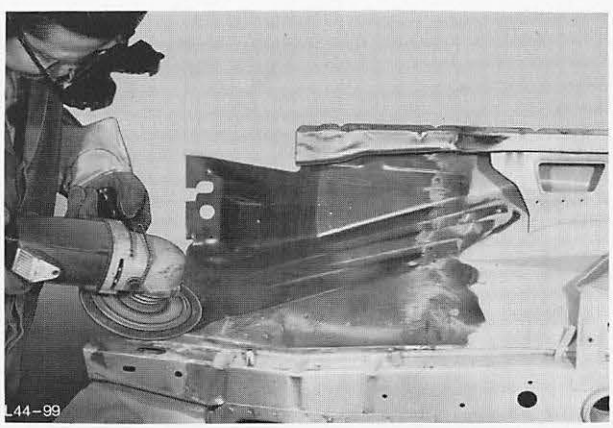

Abb. 95 Schweißstellen bearbeiten
15. Schweißstellen und Verbindungsnaht putzen, Abb. 95.